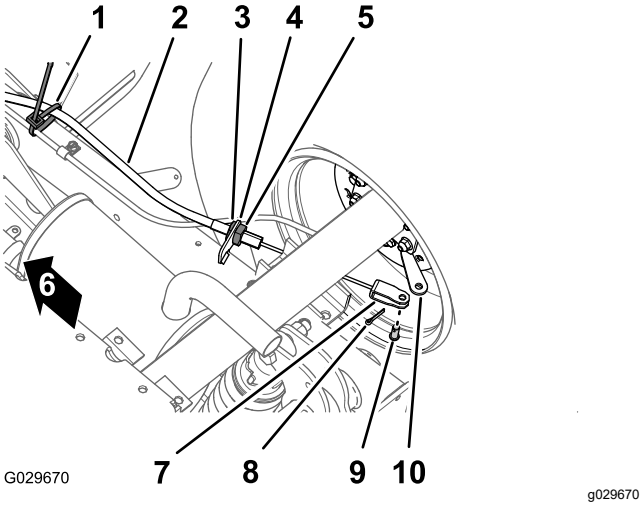

Figur 41
1. Ta bort det kabelband längst ner på maskinen som håller fast parkeringsbromskabeln vid fotbromskabeln (Figur 41).
2. Märk ut en rotationslinje på den främre kontramuttern för parkeringsbromskabeln (Figur 41).
3. Lossa den bakre kontramuttern och ta bort kabeln från bromskabelfästet (Figur 41).
4. Ta bort saxpinnen och sprintbulten som håller fast klykan för parkeringsbromskabeln vid bromsreglagespaken, och skilj kabeln från spaken (Figur 41).
1. För parkeringsbromskabelns gängade justerare till bromskabelns fäste och klykan till bromsreglagespaken (Figur 41).
3. Rikta in parkeringsbromskabelns gängade justerare med bromskabelns fäste och dra åt den bakre kontramuttern (Figur 41).